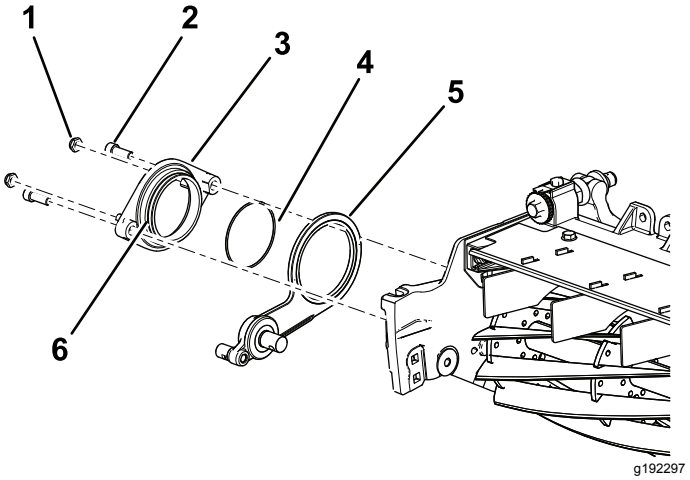

Figur 9
3. Påfør Anti-Seize-middel på den utsiden til dreienavenheten (Figur 9).
4. Fest dreienavet over lederullenheten til spolen ved hjelp av to sokkelbolter med sekskanthode (3/8 x 3/4 tomme) (Figur 9).
5. Monter løst de to låsemutterne på svingnavet (Figur 9).